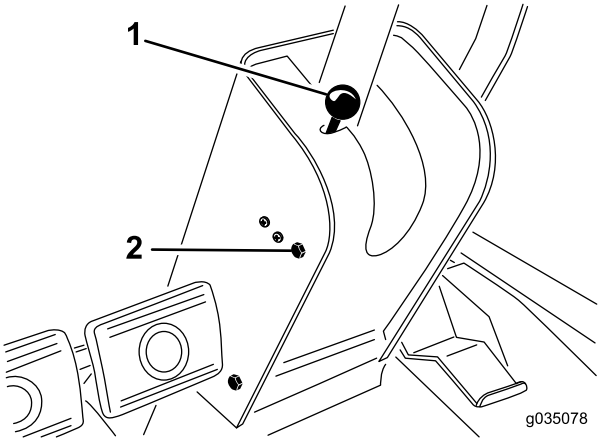

Figuur 32
1. Verwijder de knop van de parkeerremstang en de schroeven van de kap van de stuurkolom (Figuur 32).